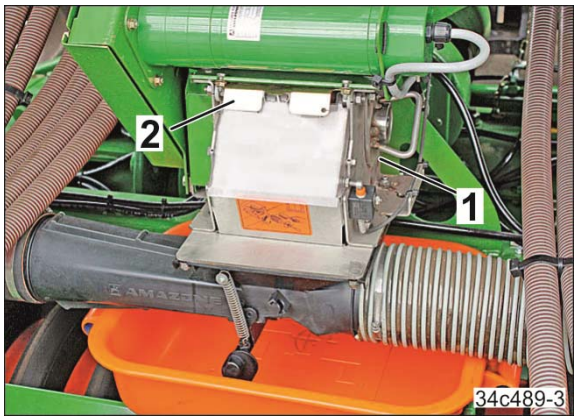

Fig. 183
8.1 Den Gehäusedeckel (Fig. 183/1) schließen.
8.2 Den Schieber (Fig. 183/2) langsam aus dem Dosierer herausziehen.